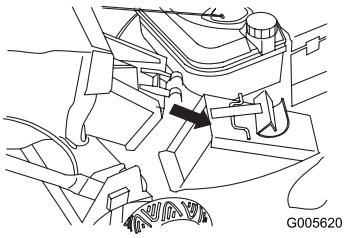

Figura 24
2. Encaixe a abertura da porta do saco por cima da abertura do túnel de descarga (Figura 24).